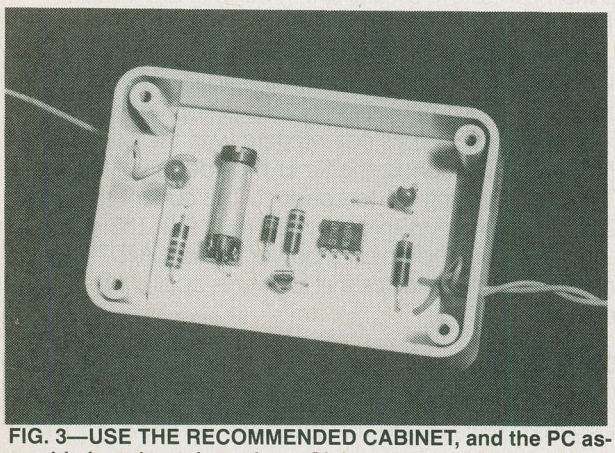

FIG. 3—USE THE RECOMMENDED CABINET, and the PC assembly just drops into place. Giving the wires a twist or two will provide strain relief.
-inch printed circuit board (Fig. 2) which can be tucked into a small plastic "pill box" (Fig. 3). The printed circuit template shown is the minimum size. If desired, you can expand the size of the board to fit larger cabinets, but use the same printed circuit template. For example, a sturdy cabinet was wanted for the unit shown in the photos, so the project was assembled in a Radio Shack "Experimenter's Cabinet," (catalog No. 270-230). (See Fig. 4.) The outer dimensions of the printed circuit board were increased to 1 ⅞ inch by 2 7/16-inches so the board could drop directly into the cabinet without the need for any mounting screws. Locate the hole for the LED in the top panel.